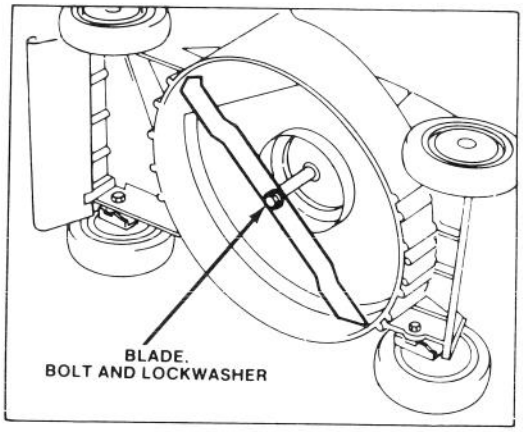

Figure 15
2. Tip mower on its left side (Fig. 15).
3. Tip mower on its left side (Fig. 15). Avoid rotating blade. Starting problems may result.
5. REMOVING BLADE — Grasp end of blade using a rag or thickly padded glove. Remove blade bolt, lock washer and blade (Fig. 15).